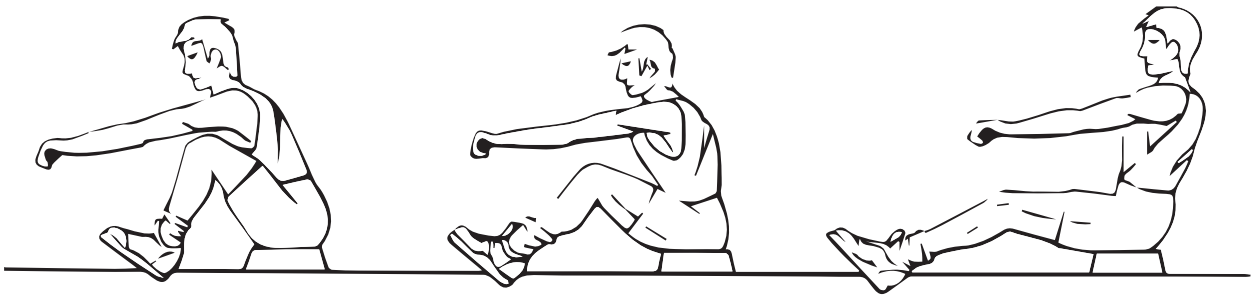

Fig. 7 Fig. 8 Fig. 9
- Le dos droit et les bras tendus, fléchissez les jambes jusqu'à ce que vous atteigniez la barre de traction (fig. 7).